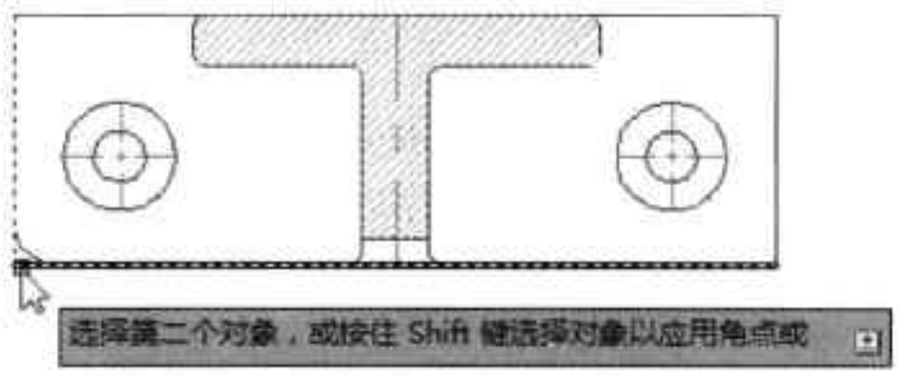

图21-103 选择另外一条边
Step 24 根据命令行的提示，再选择添加圆角的第二个对象，如图 21-103 所示。